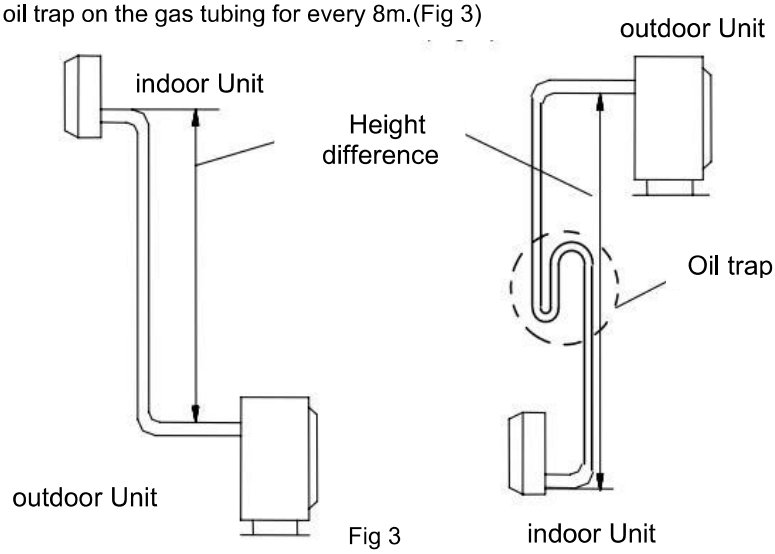

Fig 3
- If the installation position of the outdoor unit is higher than indoor unit and the tubing is longer than 10m,added a oil trap on the gas tubing for every 8m.(Fig 3)